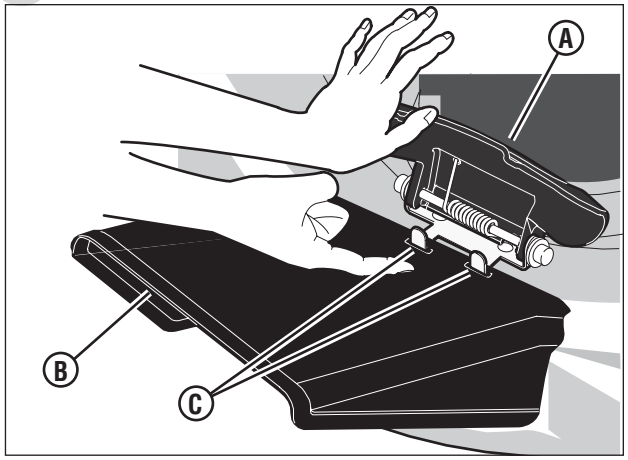

Figure 11 : Installation de la goulotte de déflecteur
1. Soulevez le capot de déchiquetage **(A, Figure 11)**.